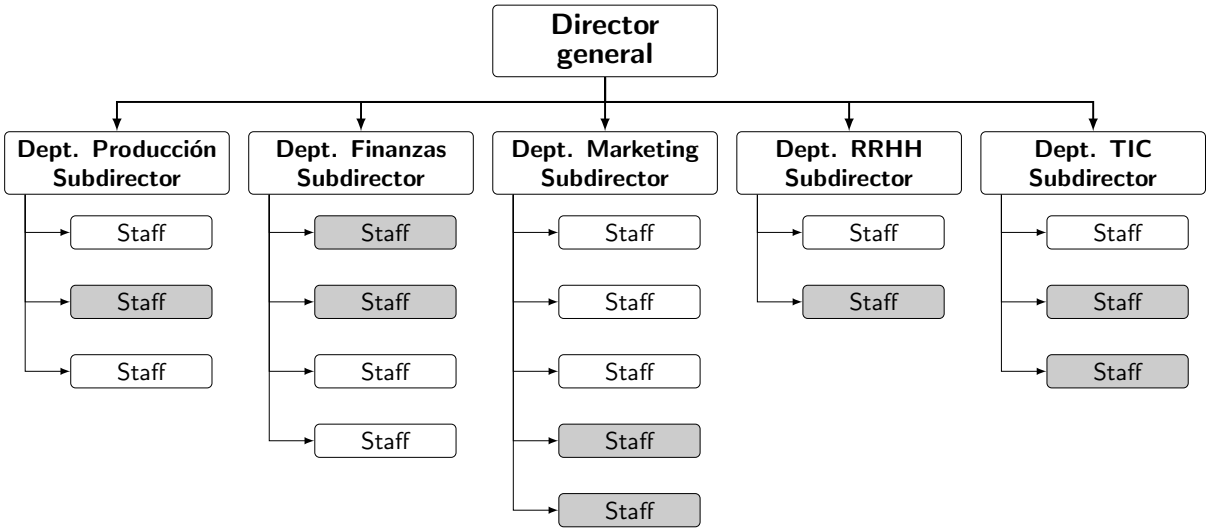

Figura 1.7: Ejemplo de organización funcional
- **Funcionales**. Organizaciones que reúnen en **grupos funcionales** (departamentos) a personas que realizan tareas similares o que utilizan el mismo tipo de competencias y conocimientos. En esta estructura, las personas se gestionan mediante líneas claras de autoridad que se extienden a través de cada grupo hasta el subdirector y, en última instancia, hasta una única persona en la cúspide (director general). Por ejemplo, en la Figura 1.7, se ve que todas las personas que desempeñan funciones de recursos humanos de la organización (como contratación, formación y gestión de beneficios) están en el grupo de recursos humanos, que depende del director general. En la estructura funcional, el director del proyecto tiene menos autoridad sobre los miembros del equipo que en cualquier otro tipo de estructura organizativa. De hecho, actúa más como coordinador del proyecto que como director del mismo, ya que los subdirectores mantienen toda la autoridad sobre los miembros del equipo del proyecto y el presupuesto del mismo. En la Figura 1.7 se muestra un ejemplo de organización funcional, donde el personal sombreado sería aquel involucrado en las actividades del proyecto que se está realizando.